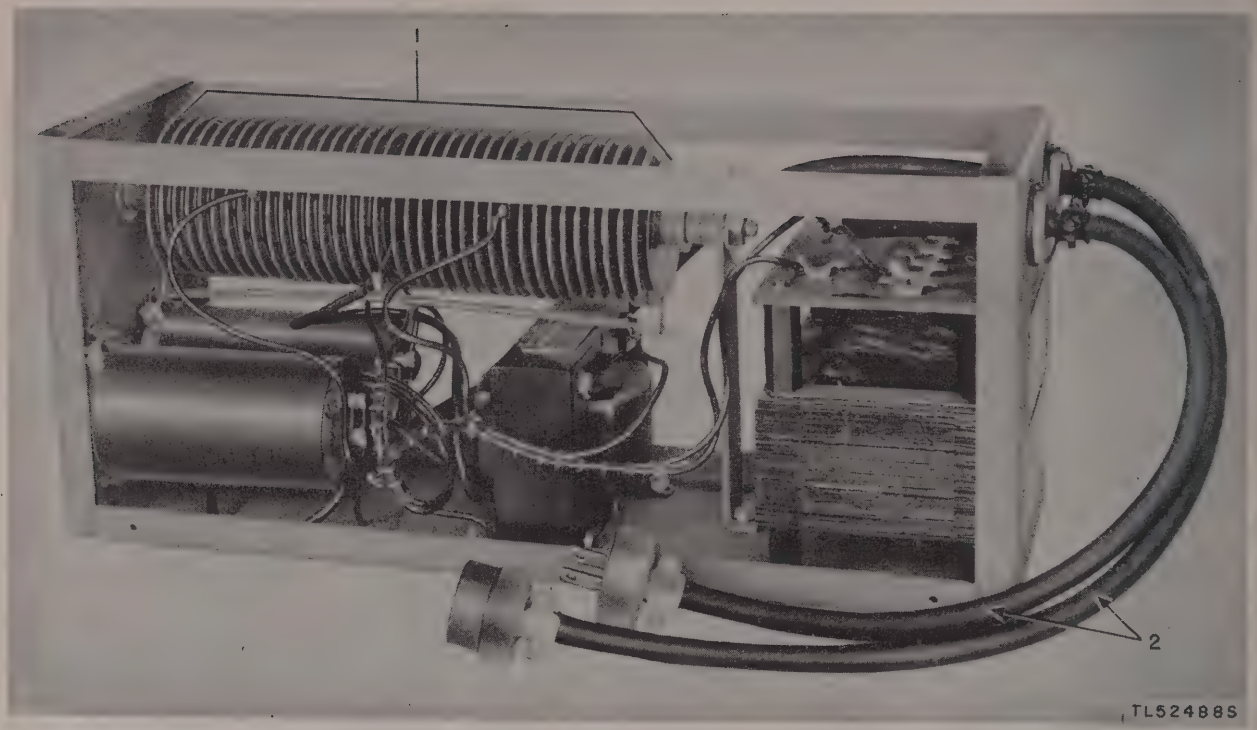

Figure 39. Teletypewriter Sets AN/TGC–1 and AN/TGC–1A, rectifier with cover removed.
(10) Mask the input and output of the rectifier cables (fig. 39 (2)) and their contacts.
(11) Mask the entire selenium stack in the rectifier (fig. 39 (1)).